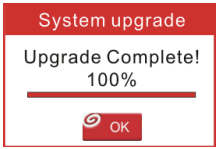

Figure 8
11. The registration process is now complete, your tool is now ready for use. See Figure 8.